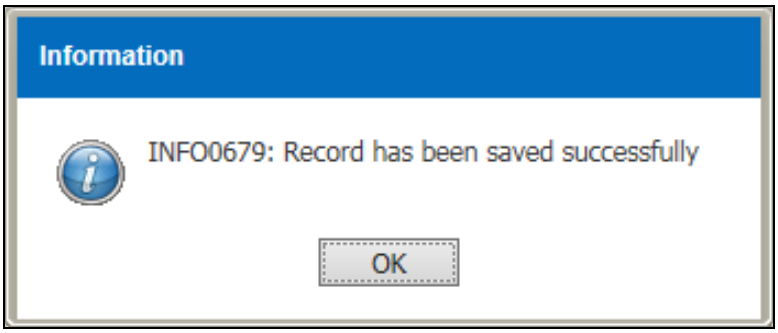

Figure 3.3-3 Message Information
- *Click on the* OK *button in Figure 3.3-3.*